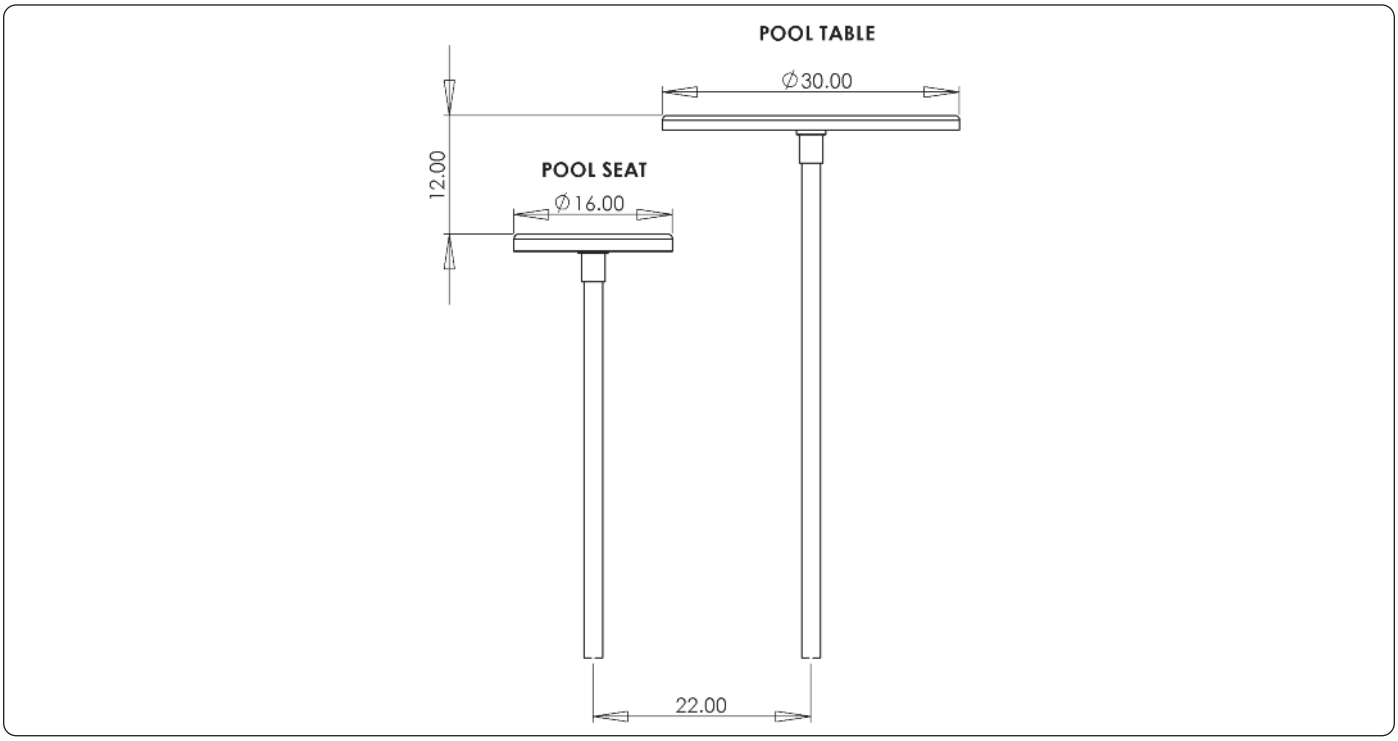

Figure 8: *Pool/Spa Table & Seat Recommended Placement Diagram*
2. Locate a proper installation location within the pool or spa. **NOTE: When installing with a Pool/Spa Table, *See Figure 8* for suggested placement.**